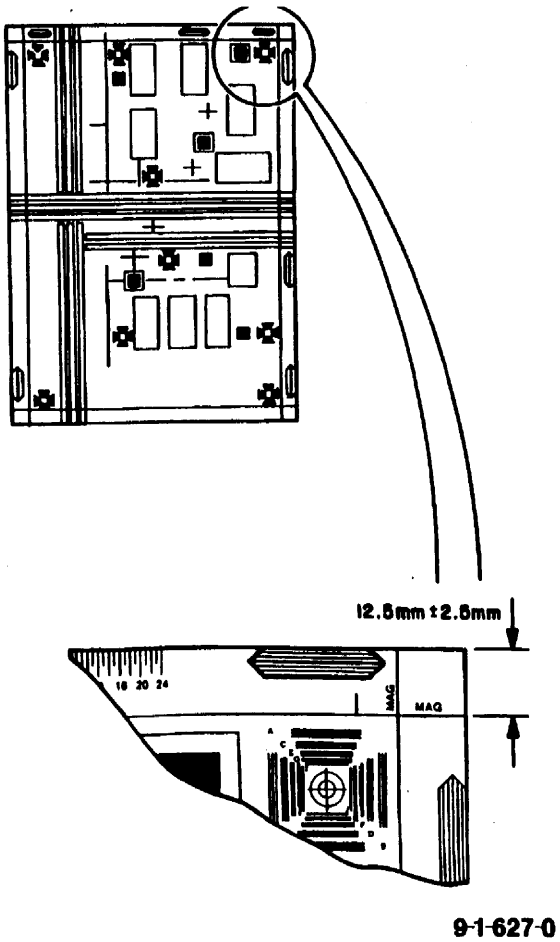

Рис. 1 Проверка регистрации по верхней кромке в ADF
1. (Рис. 1) Проверьте соответствует ли регистрация по верхней кромке в ADF техническим характеристикам.